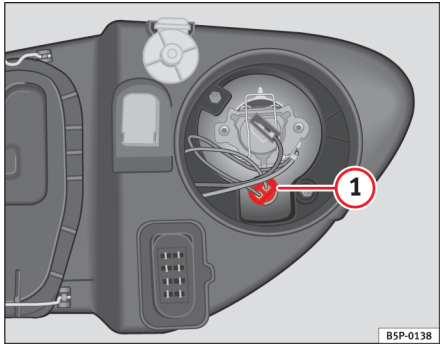

Fig. 165 Positionslys
– Tag fatningen ⇒ fig. 165 (1) ud.